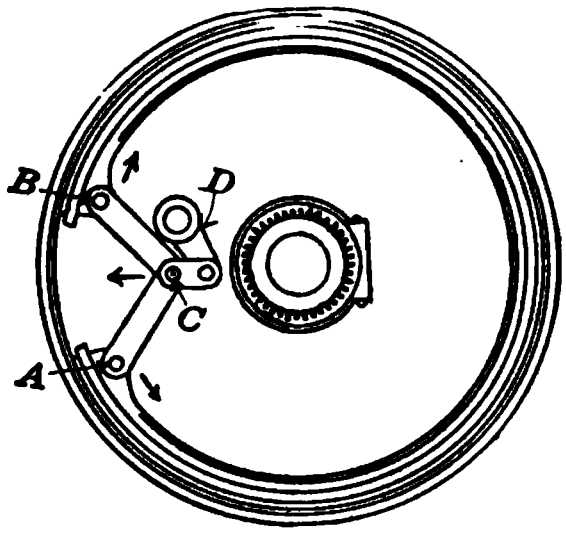

Fig. 164. Toggle-joint used to expand automobile brake.
9. Explain why the **toggle-joint** used to expand an automobile brake (Fig. 164) has such a large mechanical advantage. Draw isolation and force diagrams. Explain how the principle of the toggle-joint may be used in tightening the sail of a cat-boat.